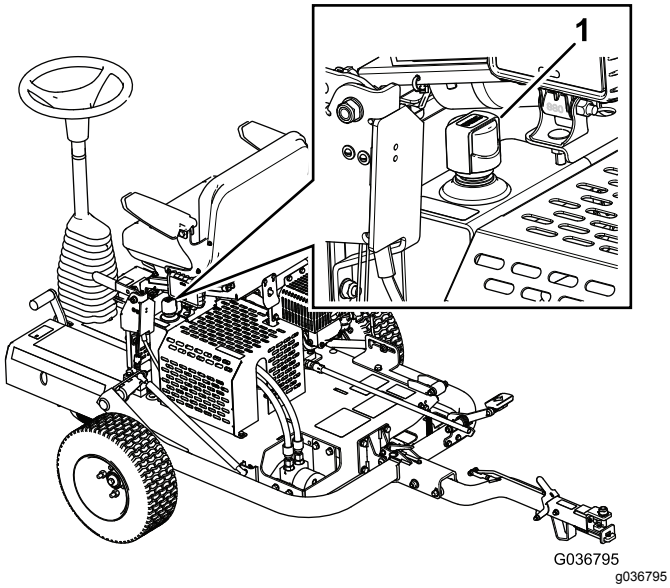

Rysunek 20
3. Odkręć korek zbiornika oleju hydraulicznego i sprawdź poziom oleju na wskaźniku (Rysunek 20).